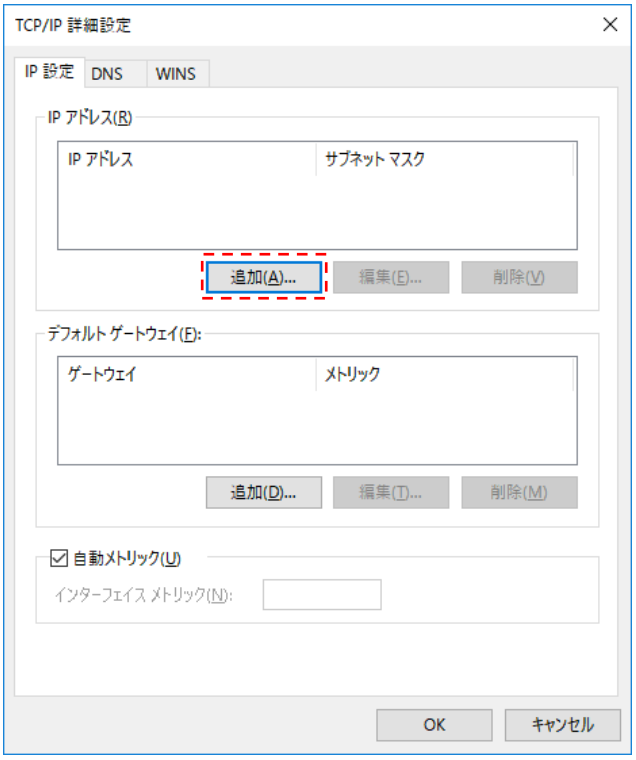

図 3-8 TCP/IP 詳細設定画面
手順⑤：TCP/IP 詳細設定画面より、項目「IP アドレス(R)」内の「追加(A)」をクリックしてください。(図 3-8)